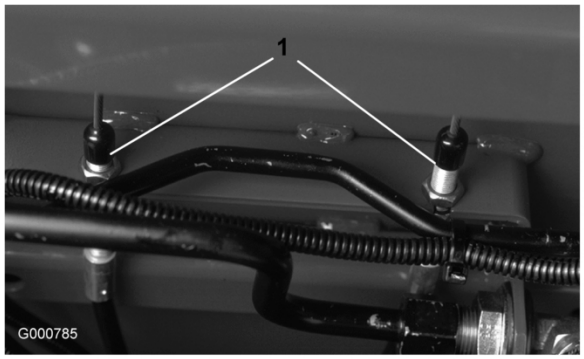

Figuur 62
2. Om de speling op de rempedalen te verkleinen, draait u de remmen vast. Draai hiervoor de voorste moer op het draadeinde van de remkabel los (Figuur 62). Draai vervolgens de achterste moer vast om de kabel naar achteren te halen totdat de rempedalen 1,25 tot 2,5 cm